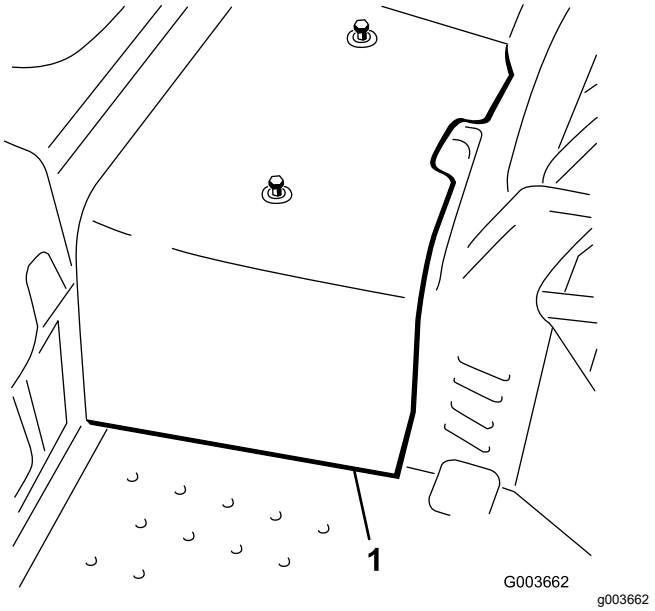

Rysunek 3
8. Odłącz i zdemontuj centralną osłonę z ramy (Rysunek 3).